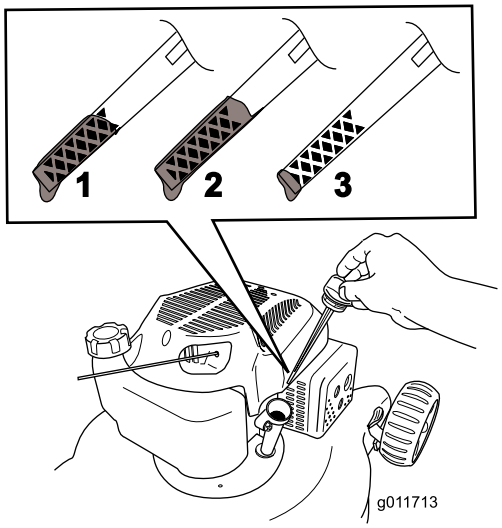

Figur 4
2. Ta bort oljestickan (Figur 4).
3. Fyll **långsamt** på olja i påfyllningshålet, vänta några minuter och kontrollera oljenivån med oljestickan genom att torka rent oljestickan och sedan sticka in, **men inte skruva fast,** den i hålet (Figur 4).
Obs: Fyll på olja i vevhuset tills oljestickan visar rätt oljenivå enligt Figur 4. Om du fyller på för mycket olja i motorn tar du bort överflödig olja så som beskrivs i Byta ut motoroljan.